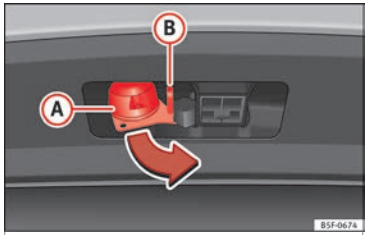

Fig. 231 Girar el conector de 13 polos
- Agarre el conector de 13 polos por la zona (A) y extráigalo en el sentido de la flecha »» **fig. 231**.
- Agarre el conector de 13 polos por la zona (A) e introdúzcalo en el sentido contrario al de la flecha »» **fig. 231**.
El ojal de seguridad (B) »» **fig. 231** sirve para enganchar el cable de retención del remolque.